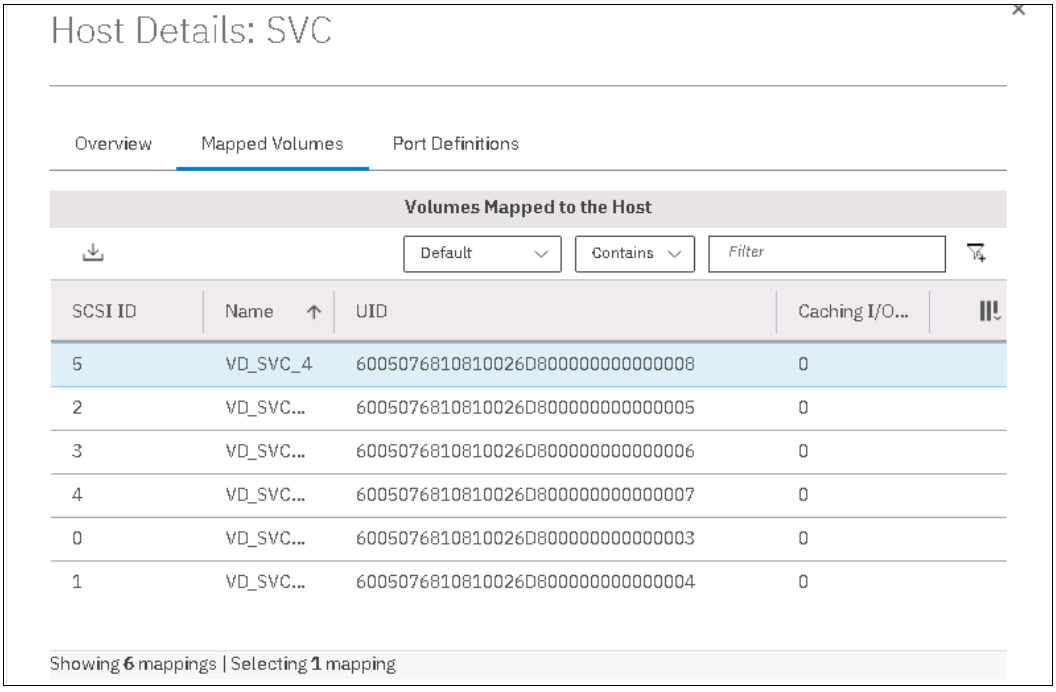

Figure 4-14 FlashSystem volume details for host maps
2. On the Host Maps tab (see Figure 4-14), check the SCSI ID number for the specific volume. This value is used to match the virtualizer `ctrl_LUN_#` (in hexadecimal format).